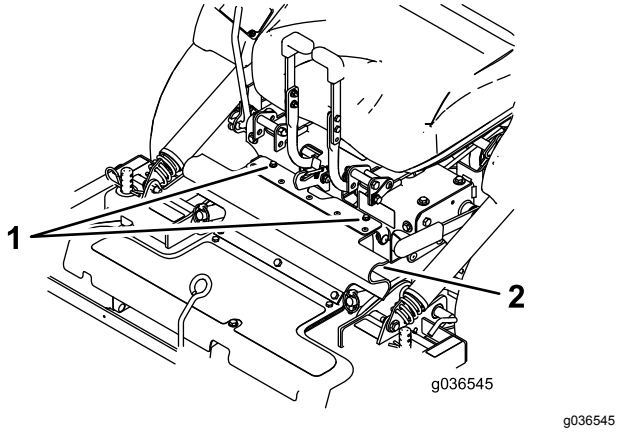

Figur 8
3. Lossa gummiskyddets skruvar (Figur 8).
3. Montera gummiskyddet med skruvarna (Figur 8).